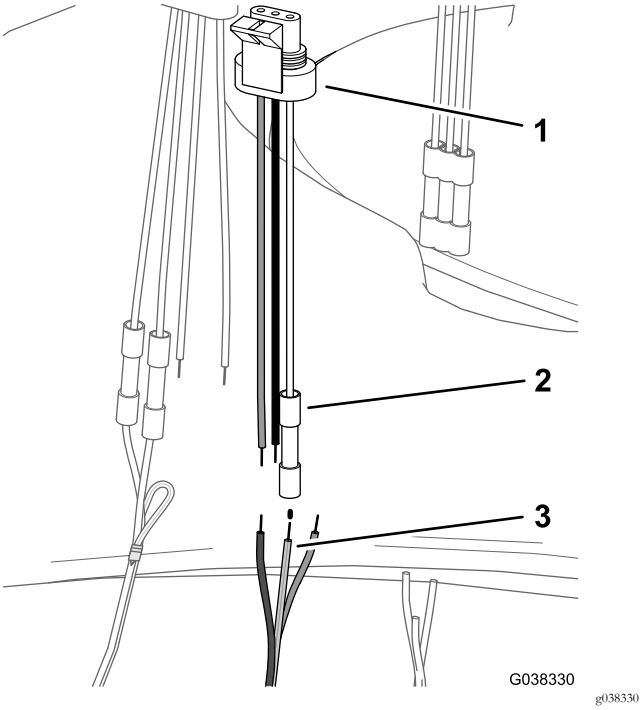

Figura 43
3. Alinhe o fio amarelo e verde da cablagem DIN com o fio branco do adaptador de 3 pinos para a válvula de agitação (Figura 43); consulte a tabela de fios para a válvula de agitação.